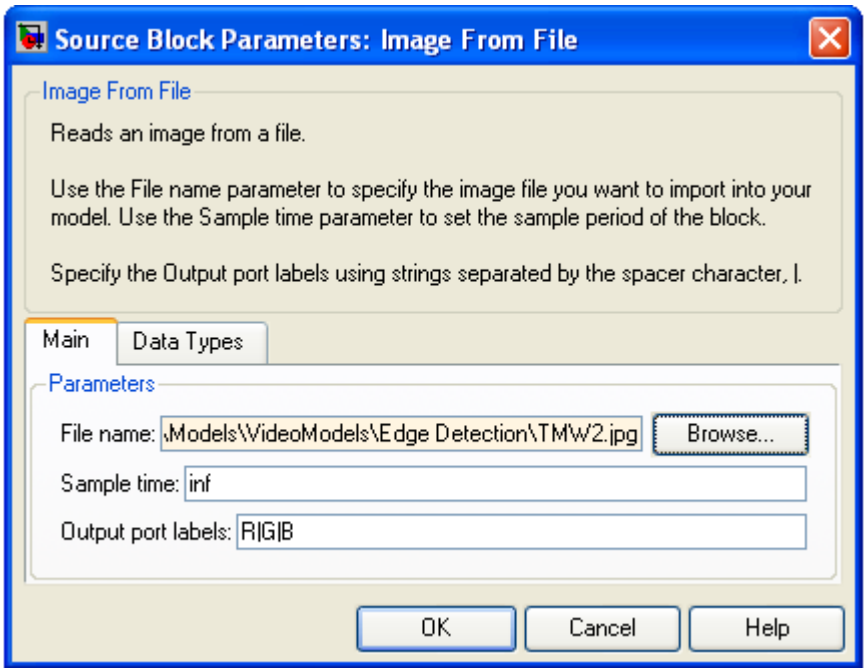

Figure 7: The Source Block Configuration
3. Double Click and select the TMW2.jpg[5] image (Please refer to Figure 7).